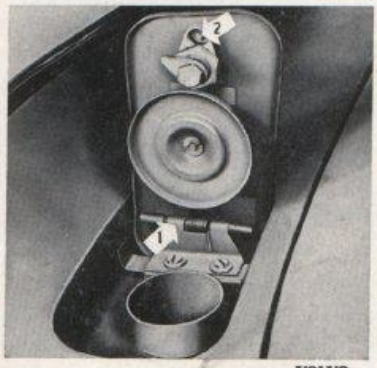

Bild 12-17. Bensinpåfyllningslock
5. Bensinpåfyllningslock, se bild 12-17.